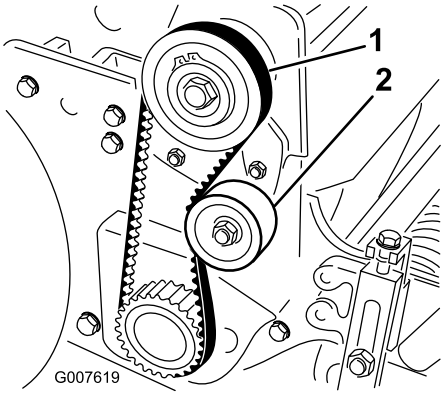

Figur 39
2. Kontrollera spänningen genom att trycka ned remmen mellan två skivor (Figur 39) med en kraft på 18 till 22 N. Remmen ska böjas ned 6 mm.
A. Lossa fästmuttern på mellanremskivan och sväng mellanremskivan medsols mot remmens baksida tills önskad remspänning erhålls (Figur 39).